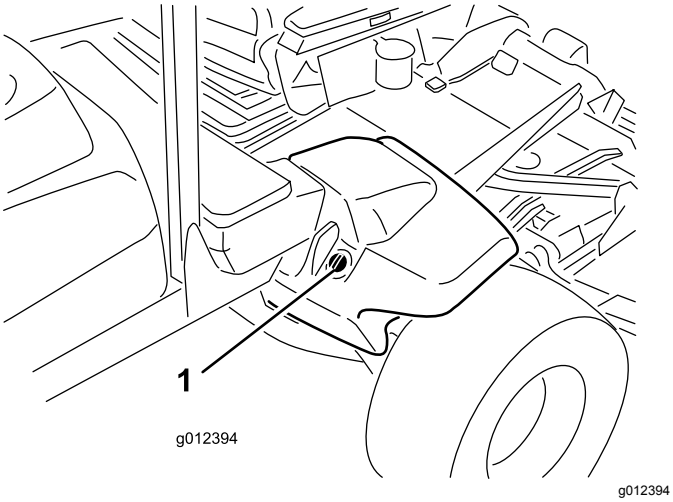

Figur 17
2. Rengjør rundt påfyllingshalsen og lokket på hydraulikkoljetanken (Figur 17). Ta lokket av påfyllingshalsen.